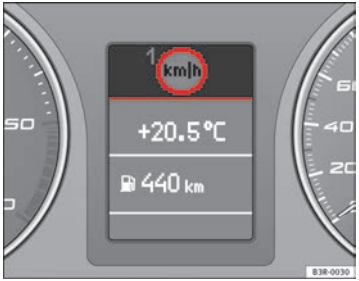

Fig. 56 Display: Speed warning function
The speed warning function will warn the driver if a pre-set maximum speed is exceeded. The system gives an audible warning signal if the set speed is exceeded by about 10 km/h. A warning symbol will also appear in the display ⇒ fig. 56.
The speed limit warning symbol for speed warning 1 ⇒ page 82, fig. 56 will appear in the display if you exceed the pre-set speed. It goes out again if the speed is reduced below the set speed limit.
– Press the CHECK button and hold it down until the symbol ⇒ page 82, fig. 56 appears.